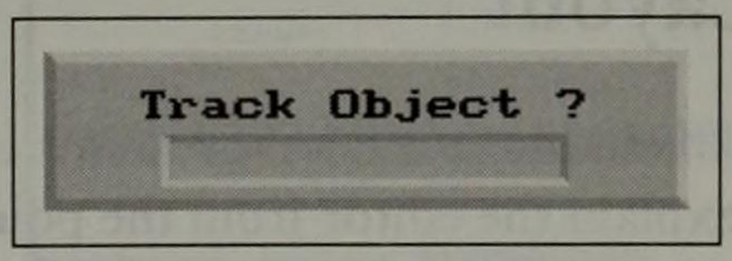

Figure 7-13 Track Object box
You can select Re-Track from the Object menu or press the (ALT)-(K) key alternative. When you call the command, a box pops on the screen (see Figure 7-13).